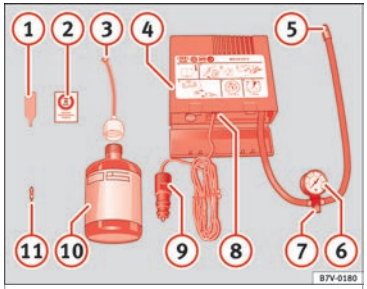

Fig. 83 Standard representation: contents of the anti-puncture kit.
The anti-puncture kit is located underneath the floor covering in the luggage compartment. It includes the following components ›› **Fig. 83**:
Screw the inflator tube ››› Fig. 83 (5) again and check the pressure on the gauge (6).